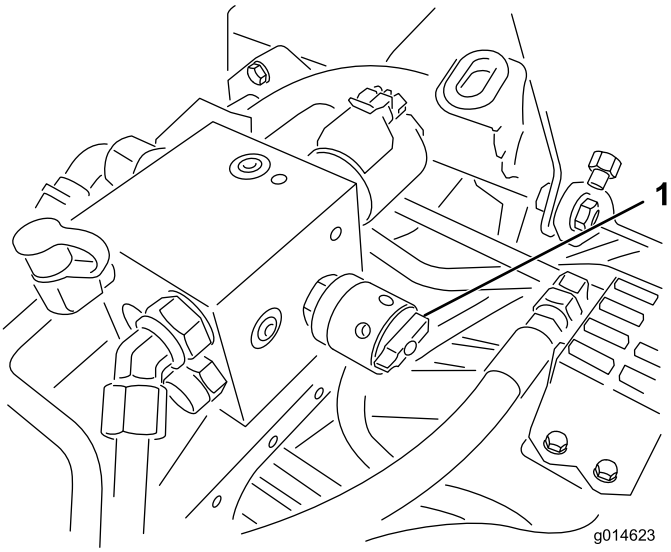

Figur 39
4. Ställ in cylinderhastigheten genom att vrida reglaget (Figur 39) tills indikatorpilarna ligger i linje med det nummer som markerar önskad inställning.